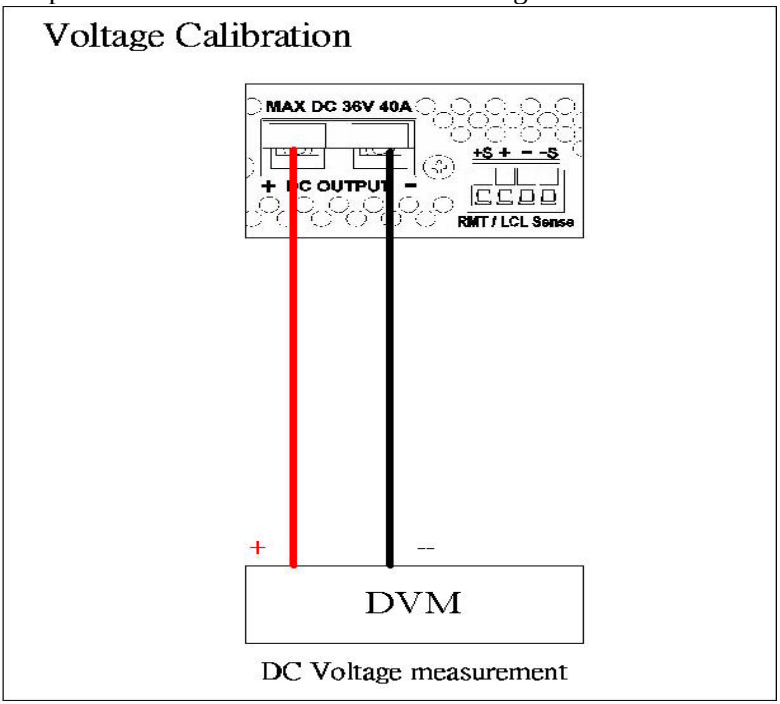

Figure 1
A. Connect power supply output terminal to DVM (as shown in Figure 1 below). Turn on the supply. Once the unit enters the main page, press MENU and select "8. Calibration" and key in